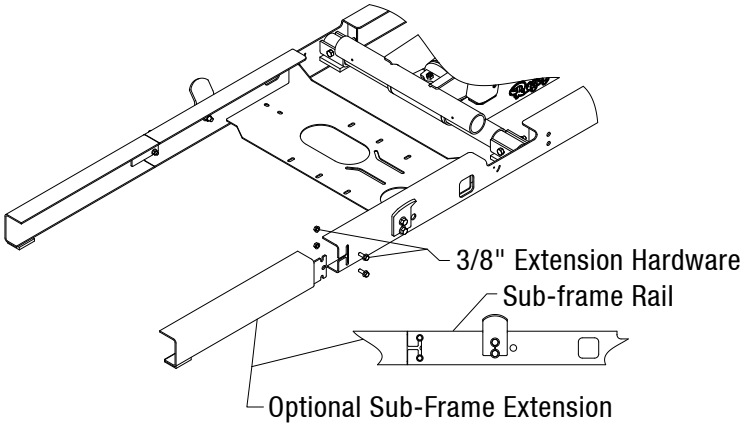

Figure 5: Sub-frame Extension Kit
3. Position the provided 3/8” spacers under each sub-frame rail as far forward as possible. Secure to rail by welding as shown in Figure 5. **NOTE:** Optional 12” or 24” bolt-on sub-frame extensions can be installed to convert the 9’ sub-frame to a 10’ or 11’ as required.